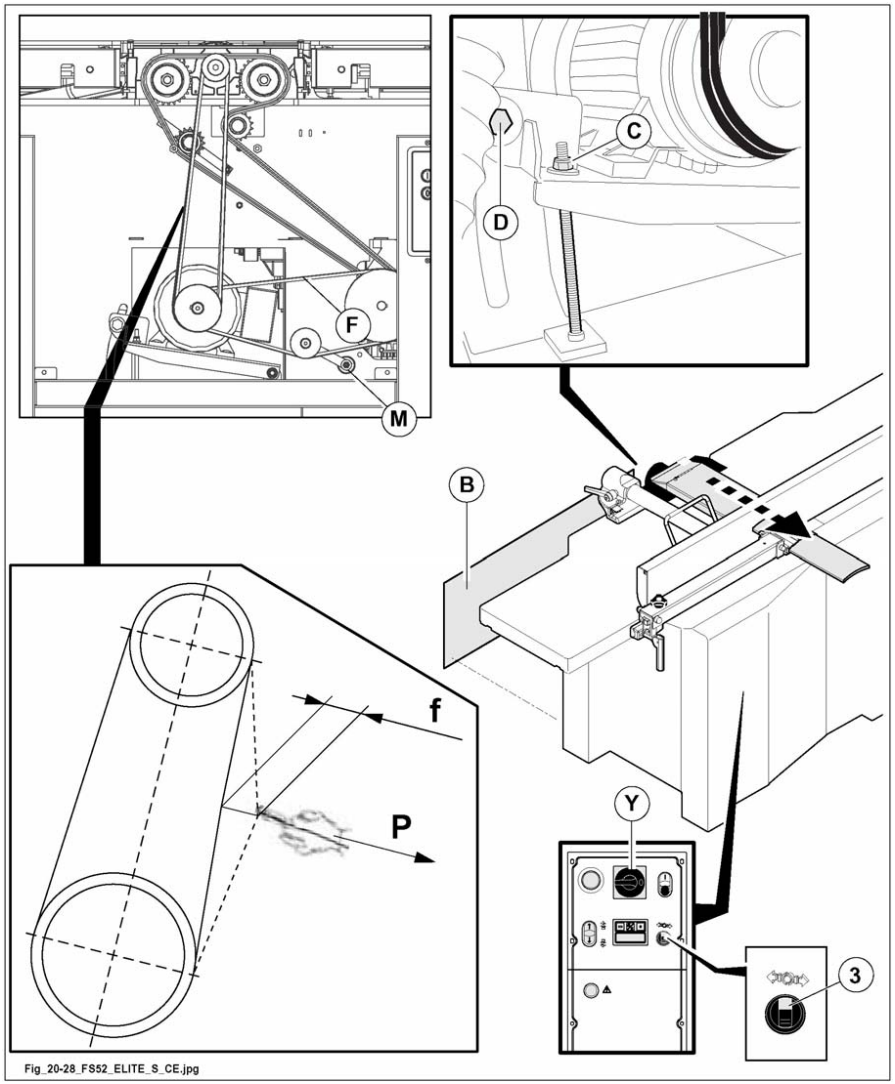

Fig. 20.28
main switch (Y fig. 20.28) is turned to I (ON).
Turn selector (3 fig. 20.28) to (brake release); unlocked motor brake, pilot lamp switched on.
1) Take off the rear door (B fig. 20.28).
2) Loosen screw (D fig. 20.28).
3) Screw in the nut (C fig. 20.28) to tension the belts.
4) When the adjustment has been carried out tighten the screw (D fig. 20.28).
5) Fit the rear door (B fig. 20.28) again.
turn selector (3 fig. 20.28) to (brake locking); locked motor brake, pilot lamp switched off.
to remove safety (B fig. 20.28), in presence of (OPT) mortiser, it must be moved upwards.
the correct belt tension (F fig. 20.28) is assured by the spring (M fig. 20.28) and it does not require any adjustment.